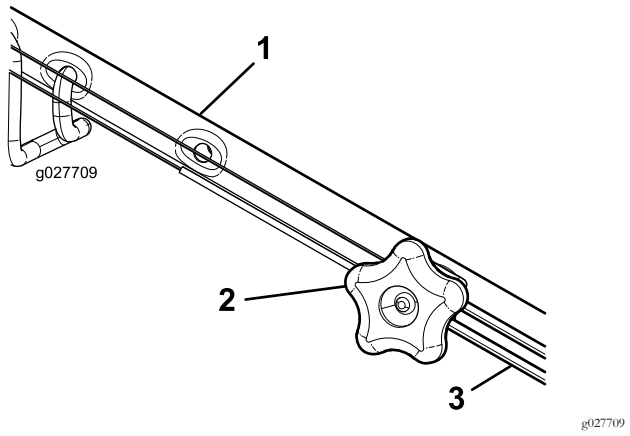

Rysunek 38
1. Obróć pokrętło regulacyjne w kierunku przeciwnym do ruchu wskazówek zegara, aby poluzować mocowanie linki (Rysunek 38).
2. Wyreguluj naprężenie linki (Rysunek 38) pociągając ją do tyłu lub popychając do przodu i przytrzymując w tym położeniu.